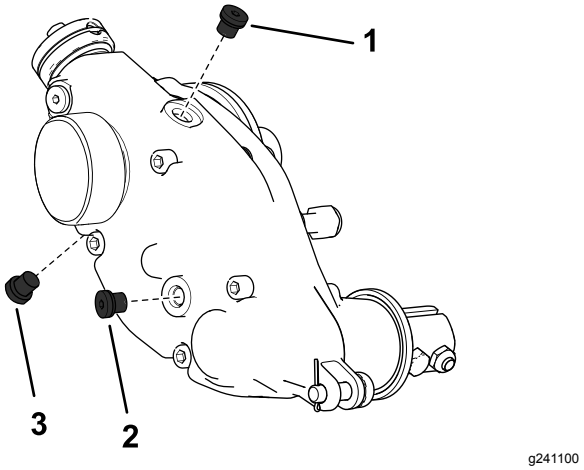

**Figur 28**
2. Ta bort avtappningspluggen längst ner på huset (Figur 28).
3. Ta bort påfyllningspluggen på sidan av huset och lossa avluftarpluggen högst upp så att luft kan passera (Figur 28).